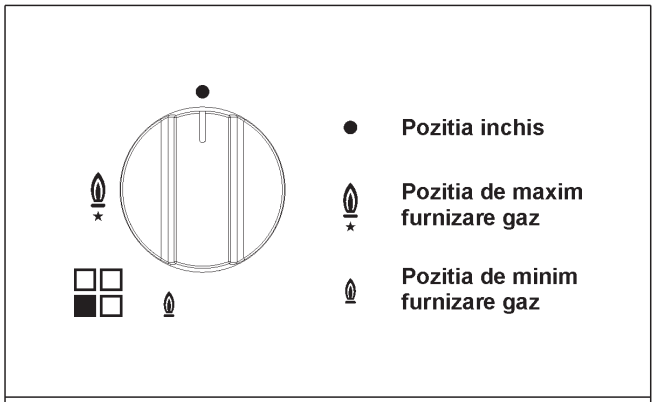

FIG. 1
Apasati si rotiti in sens antiorar butonul corespunzator arzatorului pe care doriti sa-l utilizati, aduceti-l pe pozitia de Maxim (flacara mare, fig. 1) si apropiati un chibrit de arzator.
Apasati si rotiti in sens antiorar butonul corespunzator arzatorului pe care doriti sa-l utilizati, aduceti-l pe pozitia de Maxim (flacara mare, fig. 1), dupa care apasati si eliberati butonul de aprindere "E".
Apasati si rotiti in sens antiorar butonul corespunzator arzatorului pe care doriti sa-l utilizati, aduceti-l pe pozitia de Maxim (flacara mare, fig. 1), dupa care apasati butonul pana la fund.
La arzatoarele dotate cu termocuplu de siguranta, trebuie sa se roteasca in sens antiorar butonul corespunzator arzatorului pe care doriti sa-l utilizati, sa-l aduceti pe pozitia de Maxim (flacara mare, fig.1) pana sesizati o mica oprire a acestuia, dupa care apasati butonul si repetati operattile indicate anterior. Dupa aprindere mentineti butonul apasat circa 10 secunde.
- Cand incepe fierberea aduceti butonul in pozitia de Minim (flacara mica, fig. 1).
- ***aprinderea arzatoarelor cu termocuplu de siguranta se poate face doar daca butonul este pe pozitia de Maxim (flacara mare fig. 1).***